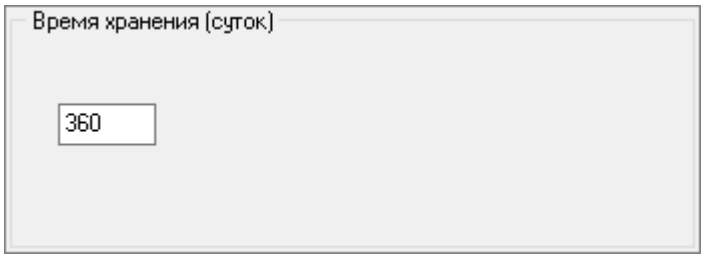

Рисунок 4-61 Период хранения персонала в архиве
– указать период хранения персонала в архиве (см. Рисунок 4-61);